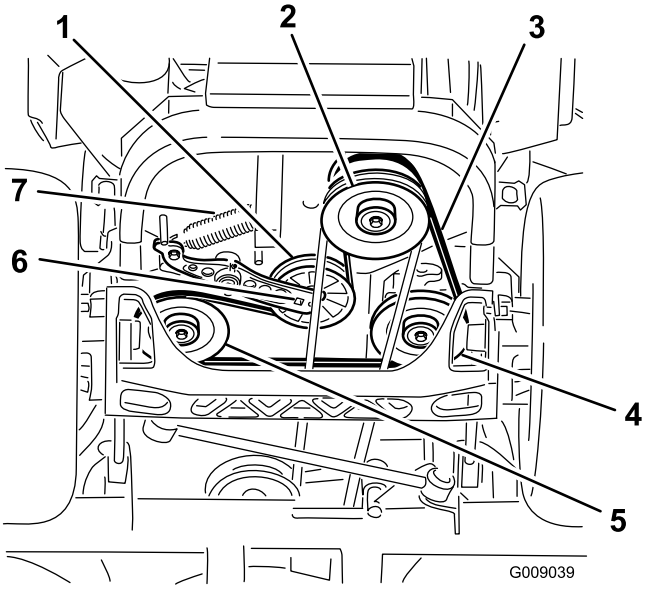

Figuur 78
4. Breng de machine omhoog en ondersteun de machine met kriksteunen (Figuur 78).
5. Gebruik een ratelsleutel in de vierkante opening in de arm van de spanpoelie om de veer te verwijderen (Figuur 78).
6. Haal de veer van de arm van de spanpoelie (Figuur 78).
9. Gebruik een ratelsleutel in de vierkante opening in de arm van de spanpoelie om de veer aan het frame te bevestigen (Figuur 78).